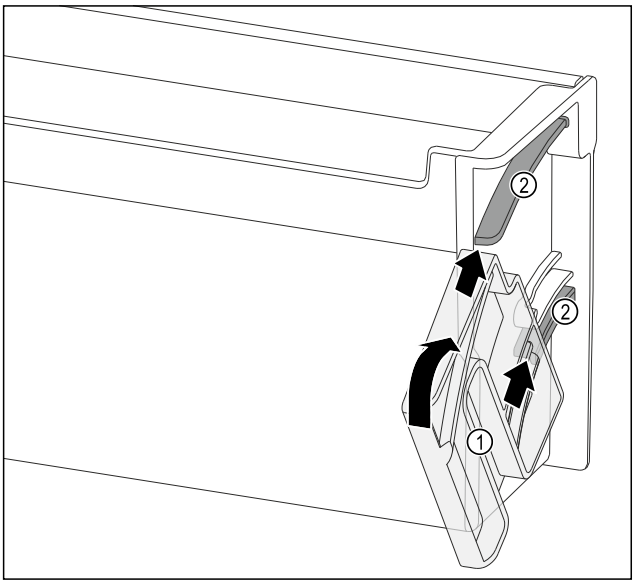

Fig. 152
▶ Otočnou jednotku *Fig. 152 (1)* umístěte tak, aby vybrání byla přesně proti vodicím kanálům *Fig. 152 (2)* dveřní přihrádky.
▶ Otočnou jednotku *Fig. 152 (1)* otočte do požadovaného směru.